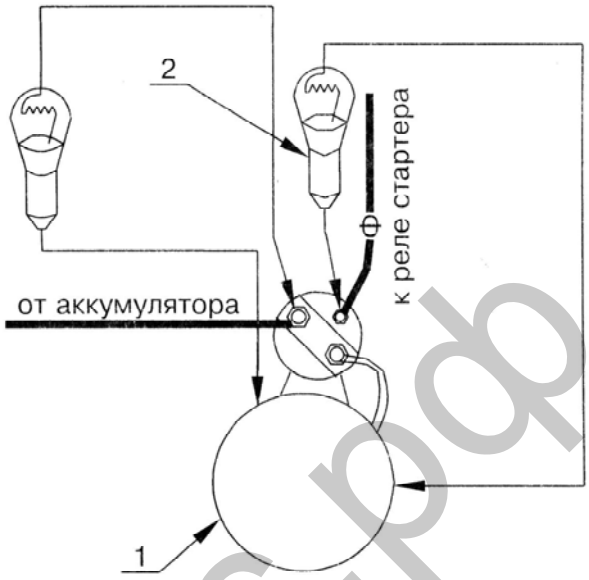

Рис. 6. Проверка исправности стартера «М3».
1) силовой клемме стартера (рис. 6);
2) клемме тягового реле стартера (повернув ключ выключателя стартера во второе положение), (рис. 6);